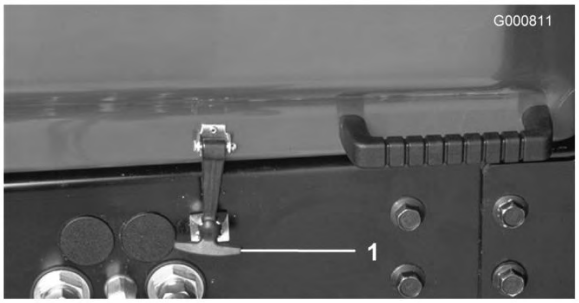

Bild 16
1. Stellen Sie die Maschine auf eine ebene Fläche. Lösen Sie den Haubenriegel (Bild 16) und heben Sie die Haube an.